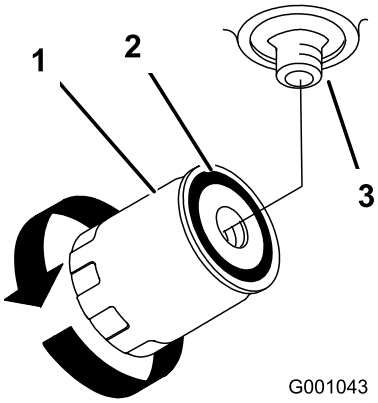

Figur 77
4. Stryk på ett tunt lager hydraulolja på det nya filtrets gummipackning (Figur 77).
7. Fyll hydraultanken med hydraulolja tills den flödar över vid filtret, och vrid sedan oljefiltret medsols tills gummipackningen kommer i kontakt med filteradaptern. Dra sedan åt filtret ytterligare 1/2 varv (Figur 77).